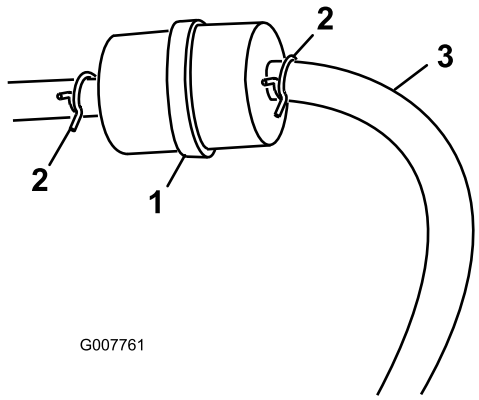

Figur 27
3. Kläm ihop ändarna på slangklämmorna och dra bort dem från filtret (Figur 27).
5. Montera ett nytt filter och för tillbaka slangklämmorna tätt intill filtret igen (Figur 27).
3. Lossa slangklämman vid bränslefiltret och skjut den uppåt längs bränsleslangen, bort från filtret (Figur 27).
4. Koppla loss bränsleslangen från bränslefiltret (Figur 27).
Obs: Låt bensinen rinna ned i en bränsledunk eller ett avtappningskärl (Figur 27).
5. Sätt bränsleslangen på bränslefiltret. Dra tillbaka slangklämman intill filtret för att säkra bränsleslangen (Figur 27).